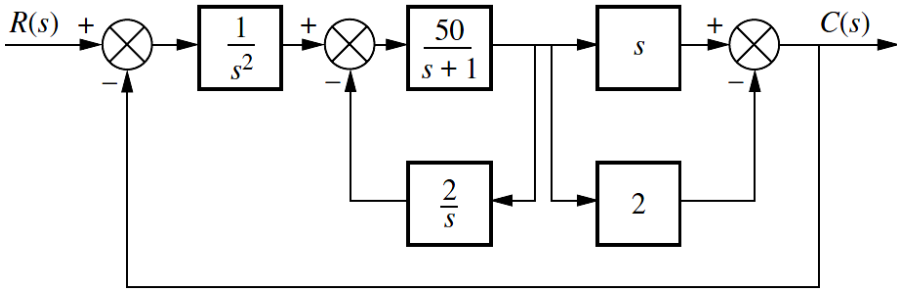

Figure 1
Q.2 **(a)** From the block diagram in Figure 1, to obtain a transfer function C(S) / R(S). **07**